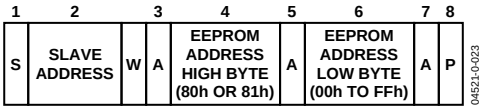

*Figure 32. Setting an EEPROM Address*
- Set up a 2-byte EEPROM address for a subsequent read or block read. In this case, the command byte is the high byte of the EEPROM address (80h). The (only) data byte is the low byte of the EEPROM address. This is illustrated in Figure 32.